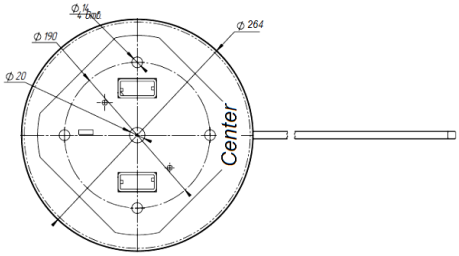

Рисунок 4- Установочные размеры площадки
7. Выполнить разметку и просверлить 4 отверстия диаметром 16 мм в полу под анкеры крепления стойки калитки (Рисунок 4). Глубина закладного отверстия должна превышать длину анкера на 5 мм. Вставить анкеры в отверстия.